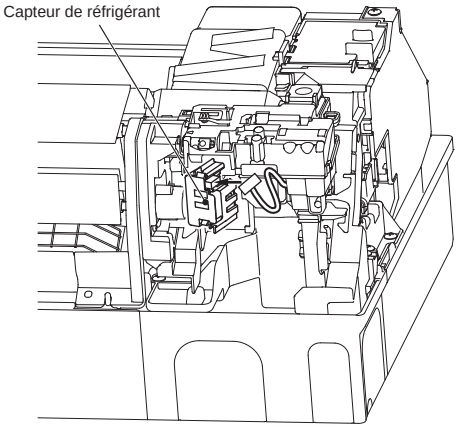

Fig. 2
3) Raccordez le fil conducteur au capteur de réfrigérant. (Fig. 2)